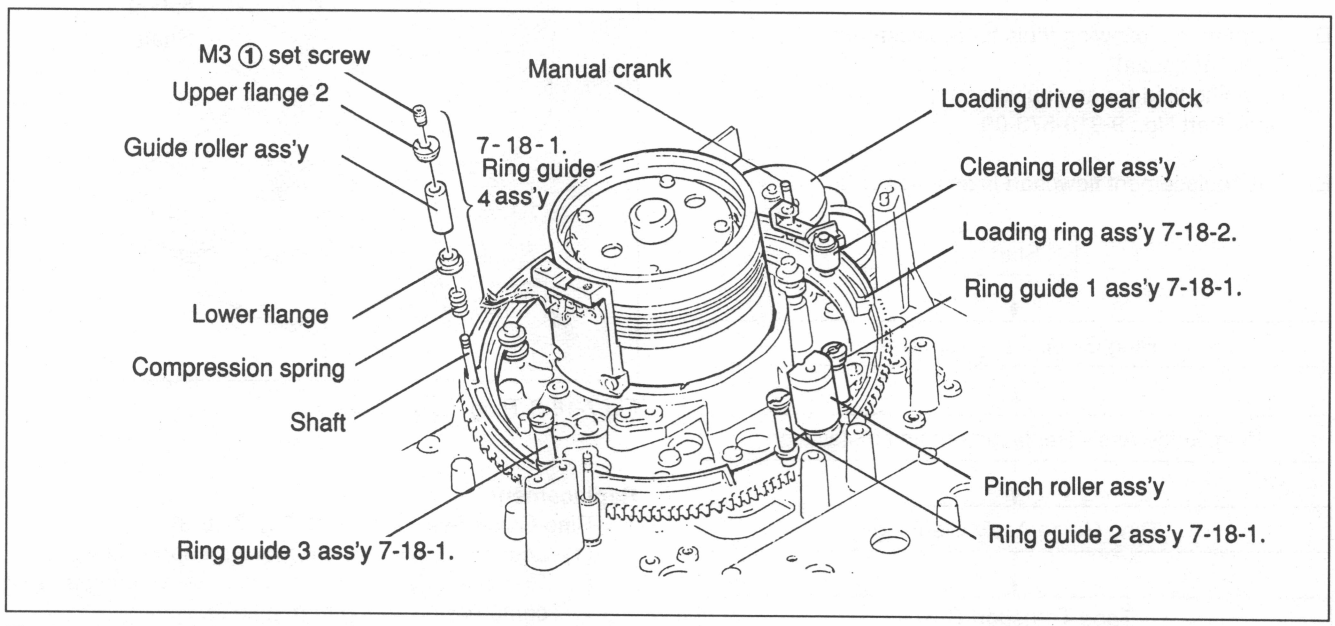

Fig.7-18-1 Loading Ring Block
B. The replacement procedures of a loading ring block are explained as the following sections. (Fig. 7-18-1)
D. If the replacement of an upper flange 2 is not required for the ring guide ass'y replacement, remove on install the upper flange 2 without loosening or removing the screw ① shown in Fig. 7-18-1.